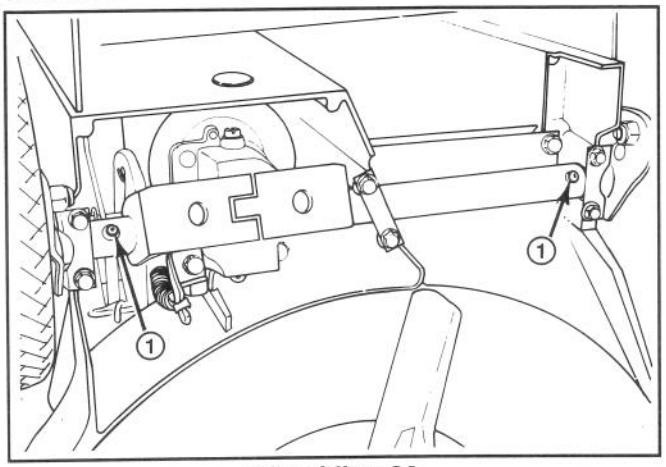

Afbeelding 26
3. Zet de maaier op de hoogste maaistand (E).
4. Leg de maaier op de rechter zijde. Veeg de smeerpunten met een schone doek af (Afb. 26). Zet de vetspuit op de punten en pomp twee à drie maal zachtjes. Gebruik #2 Multi Purpose Lithium Base smeerolie.